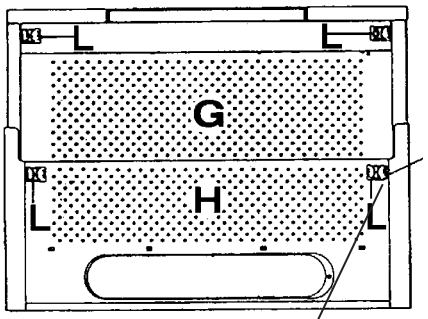
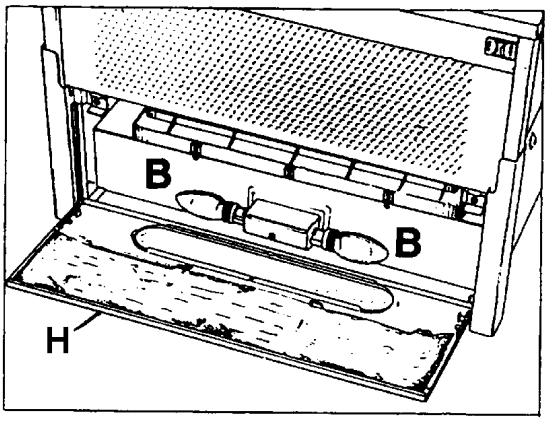
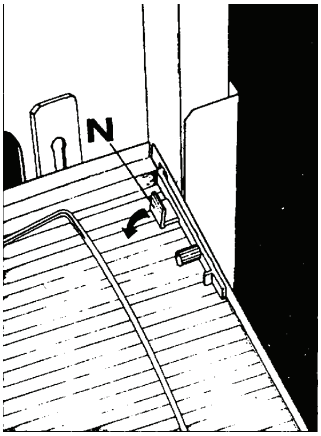

Fig. 3
Fig. 5
Fig. 6
Fettfilteret skal ved normal daglig bruk vaskes i varmt, sterkt såpevann eller oppvaskmaskin minimum annenhver måned. Filteret må vaskes oftere hvis hetten benyttes mer enn 4 timer daglig. Filterristene (G og H fig. 6) kan vippes ned ved at låsene (L) (fig. 3) på hver side trekkes inn mot midten av risten. Fjern filterristene ved å skyve plastklipsene N (fig. 6) mot hverandre. Fettfilteret kan nå trekkes ut.
Skal du skifte lyspærer (40W/E14) vippes filterristen H ned. Lyspærene B ,fig. 5, er nå tilgjengelig for utskifting.
Hetten festes til undersiden av ventilatorskapet med 4 skruer (4,5 x 16mm). Bruk den vedlagte hullmalen (sjablon) til å merke av de 2 festene på innsiden av hver vegg. Mal for høyre (right) og venstre (left) side. Festene kan ved behov bores opp til Ø2,0 mm. Dersom kjøkkenskapene har 20 mm veggtykkelse, fjernes de 2 sorte distansestykkene på hver side av kjøkkenhetten. Kjøkkenhetten skrus fast til overskapene fra innsiden av hetten etter at filterplaten, H (fig. 5), er løsnet. Filterplaten løsnes ved å skyve de 2 plastlåsene, L (fig. 3), mot hverandre. Når hetten er festet, settes filterplaten (H) på plass igjen.